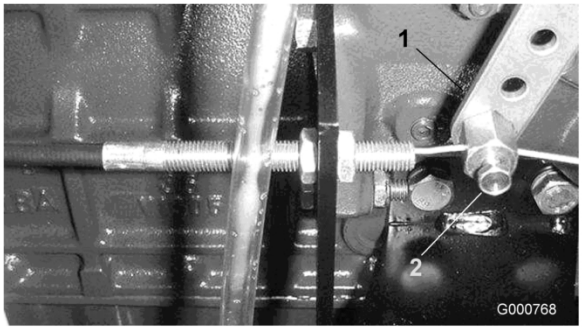

Figur 44
2. Løsn monteringsskruen til gaskablet på vippearmen ved indsprøjtningspumpen (Figur 44).